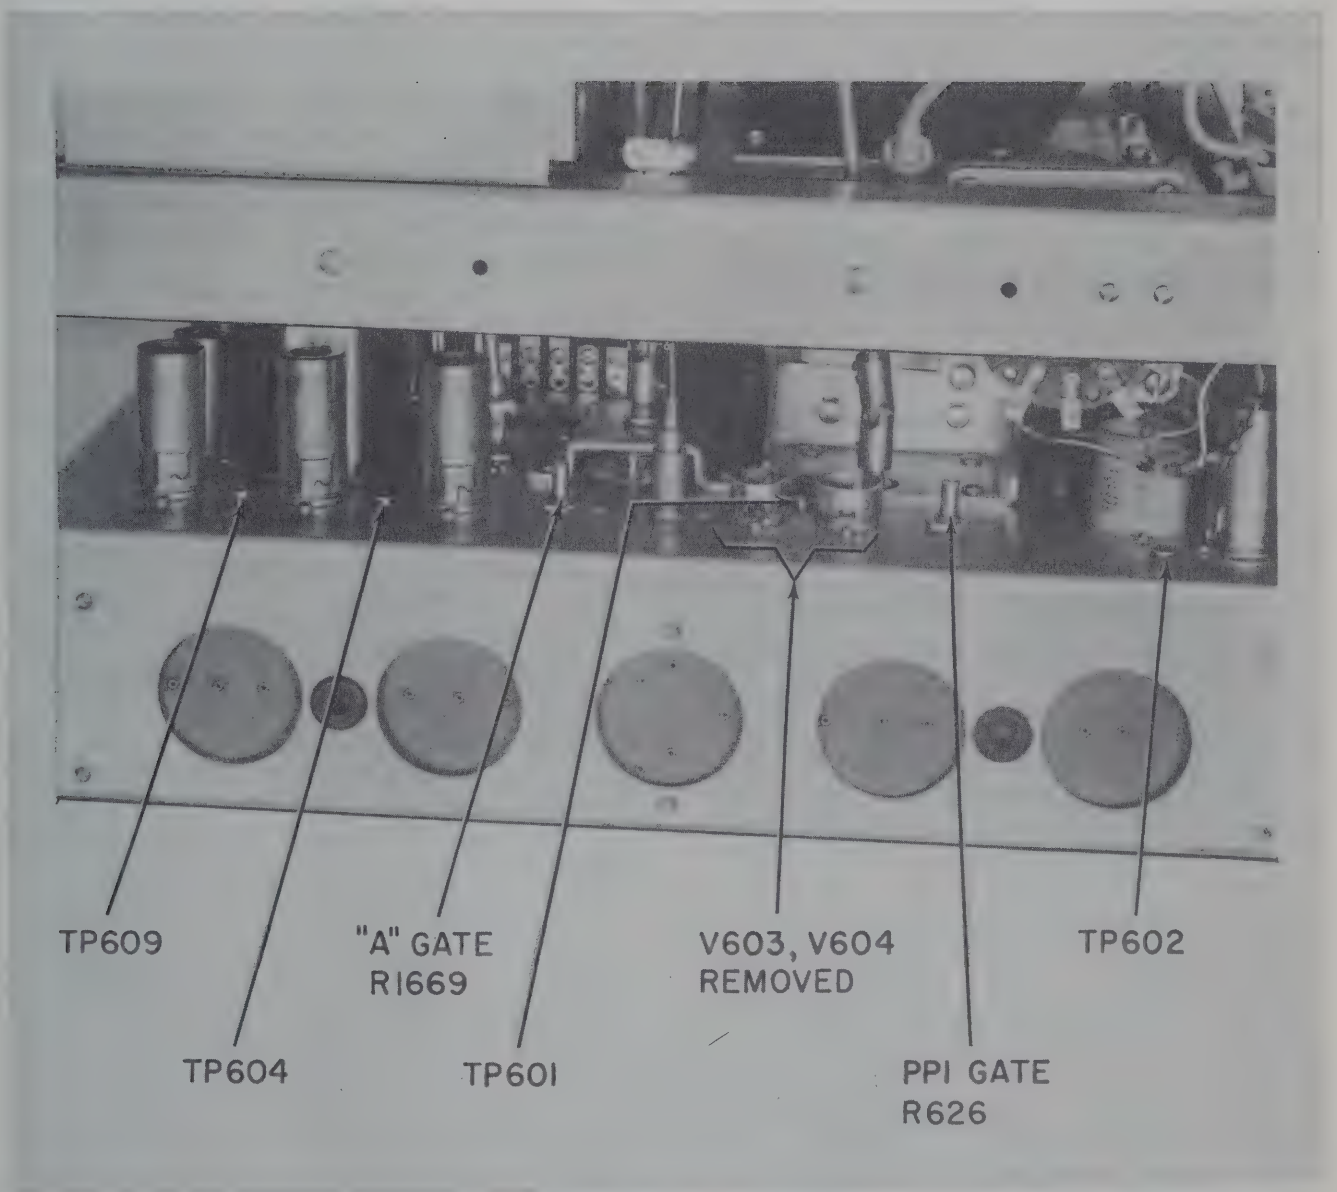

Figure 7—22. Indicator Adjustments and Test Points (Bottom Side)
The gate waveform at TP602 (figure 7—22) is given in the servicing block diagram (figure 7—107).
(3) PPI SWEEP LENGTH R651. *(See figure 7—21.)*
It more than 1/4 inch short, check for the cause, using TP602, TP603, (figures 7—22 and 7—26) and the servicing block diagram (figure 7—107). Also see paragraph (2), sweep gate R626, above.
(4) COARSE INTENSITY R660A/B. *(See figure 7—23.)*